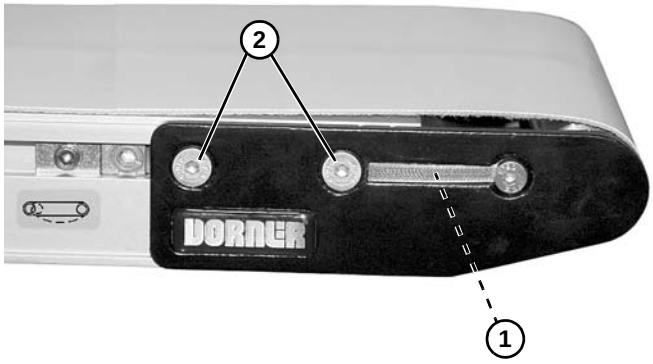

Abbildung 9
5. Mit einem 5 mm Sechskantschlüssel Zahnradgetriebe **(Abbildung 9, Teil 1)** drehen und so das Band des Förderbands zu spannen. Befestigungsschrauben **(Abbildung 9, Teil 2)** auf beiden Seiten des Förderbands auf 9 Nm festziehen. Für die richtige Spannung, siehe „Spannung des Förderbands“ ab Seite 22.